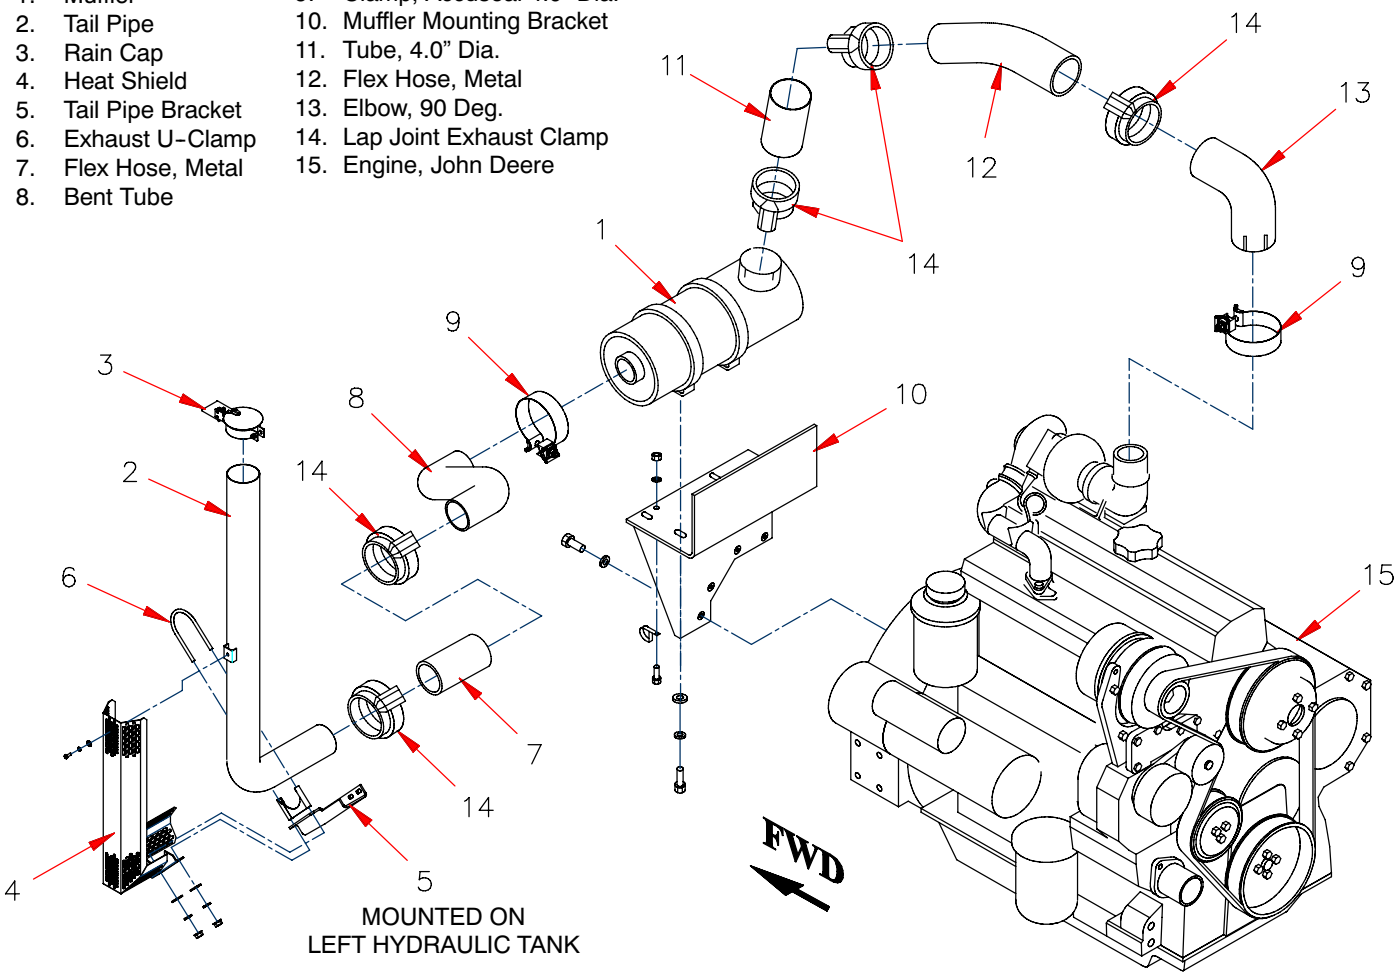

Fig: 5.31 A *The Muffler Assembly.*
8. Loosen the clamp *(Fig:5.31 A; 9)* which connects the tail pipe to the to the muffler.